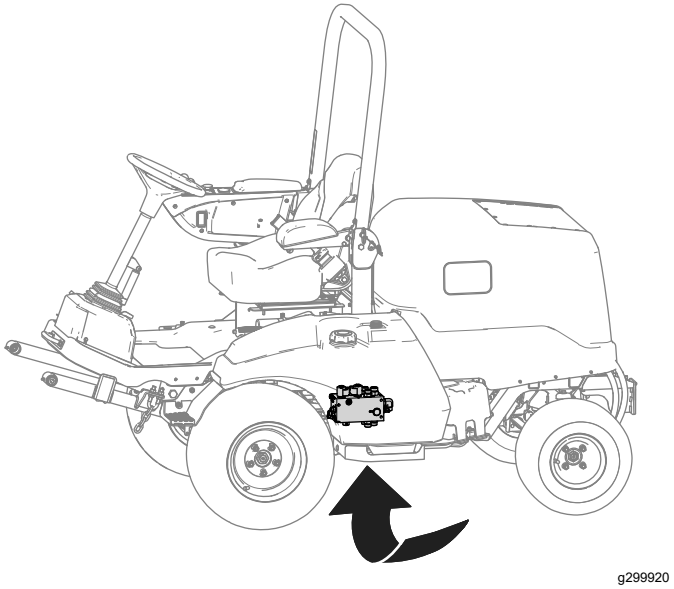

Figuur 9
A. Plaats een opvangbak onder het hydraulische verdeelstuk (afgebeeld in Figuur 9).